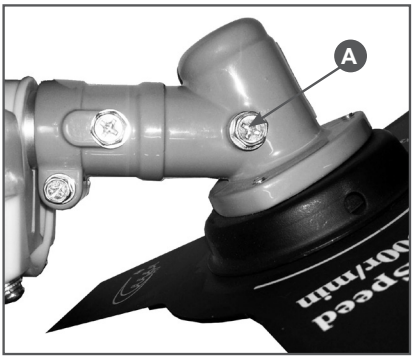

Рис. 21 Редуктор
Через 20 часов работы, но не реже одного раза в сезон, необходимо проверять и добавлять смазку в редуктор. Для смазки редукторов необходимо использовать универсальную смазку CHAMPION «EP-0 GREASE» или аналогичную смазку на литиевой основе. Необходимо открутить болт-заглушку (A) Рис. 21 и с помощью шприц-масленки добавить смазку (примерно 5-10 см³). Приводной вал редуктора, который находится в штанге, рекомендуется смазывать через каждые 100 часов работы.